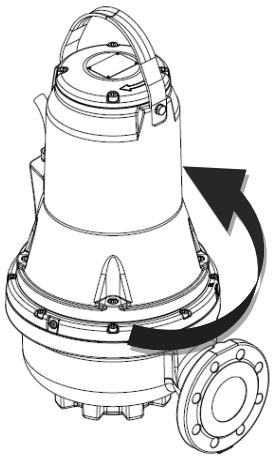

Fig. 10 Sens de la secousse
2. Démarrer et arrêter la pompe tout en observant le mouvement (la secousse) de celle-ci. Si elle est connectée correctement, la pompe tourne dans le sens horaire. Voir. Fig. 10. Si le sens de rotation est incorrect, inverser deux phases de l'alimentation électrique.